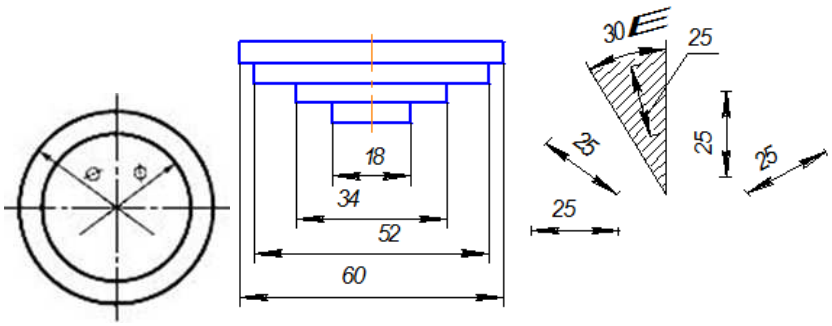

Рис.1.5 Рис.1.6 Рис.1.7
7. Размерные числа наносят над размерной линией возможно ближе к ее середине. При нанесении размера диаметра внутри окружности размерные числа смещают относительно середины размерных линий (рис. 1.5).